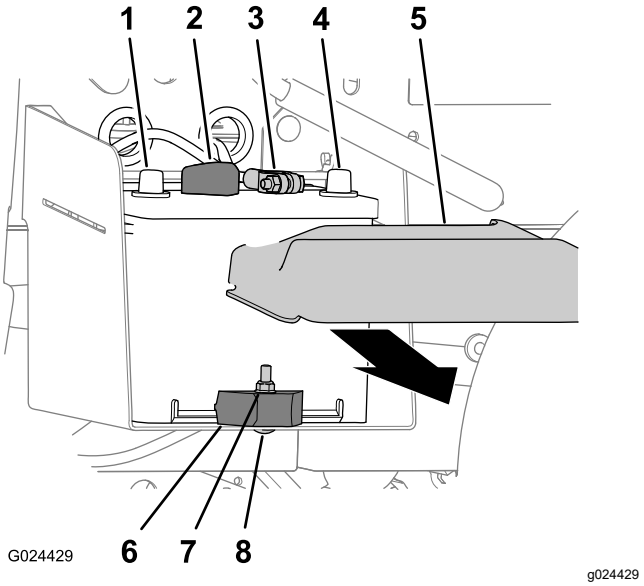

Figur 49
1. Kläm på batterikåpans sidor och ta bort kåpan ovanpå batteriet (Figur 49).
2. Koppla bort negativa batterikabeln från batteriet (Figur 49).
3. Koppla bort batteriets pluskabel från batteriet (Figur 49).
2. Ta bort låsmuttern, vagnskruven och batteriklämman som fäster batteriet vid batterilådan (Figur 49).
3. Ta ut batteriet ur batterilådan (Figur 49).
1. Rikta in batteriet efter maskinens batterilåda (Figur 49).
Obs: Kontrollera att batteriets plus- och minuspoler har riktats in enligt Figur 49.
2. Fäst batteriet vid batterilådan med batteriklämman, vagnskruven och låsmuttern (Figur 49).
1. Anslut den positiva batterikabeln till batteriet (Figur 49).
2. Anslut den negativa batterikabeln till batteriet (Figur 49).
3. Montera batterikåpan på batteriet (Figur 49).